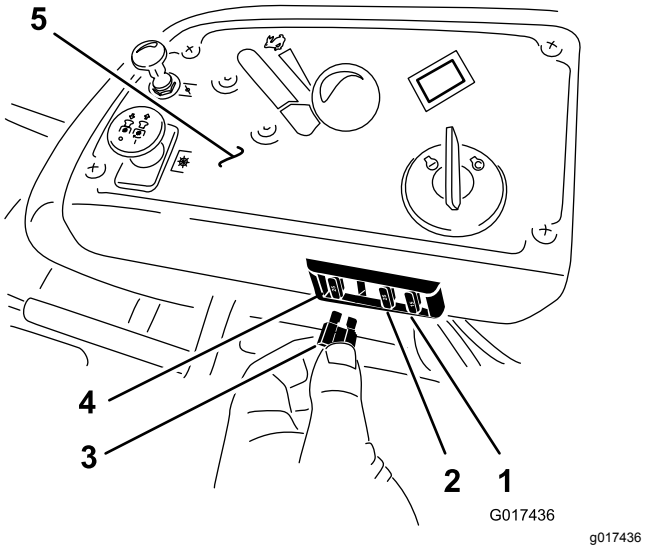

**Figur 53**
Sikringerne er placeret på højre konsol ved siden af sædet (Figur 53).
2. Isæt en ny sikring (Figur 53).